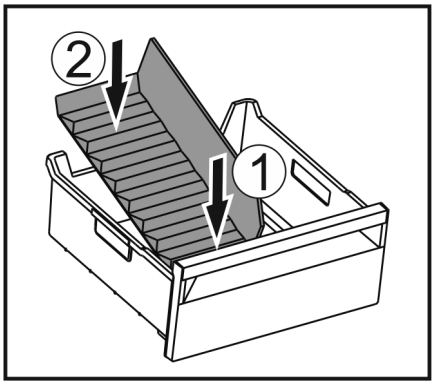

Fig. 187
▶ Introduceți partea frontală a separatorului pentru compartimentul de gheață. *Fig. 187 (1)*
▶ Coborâți partea posterioară a separatorului pentru compartimentul de gheață până la baza sertarului. *Fig. 187 (2)*